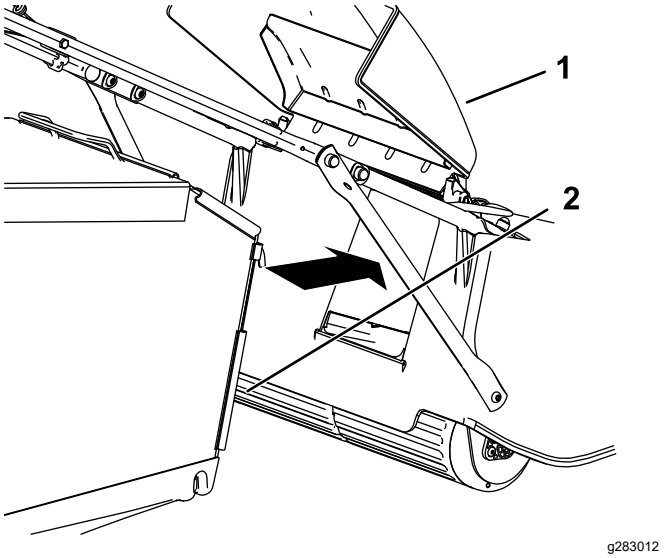

Figur 20
3. Haka fast gräsuppsamlaren i rätt läge (Figur 20).